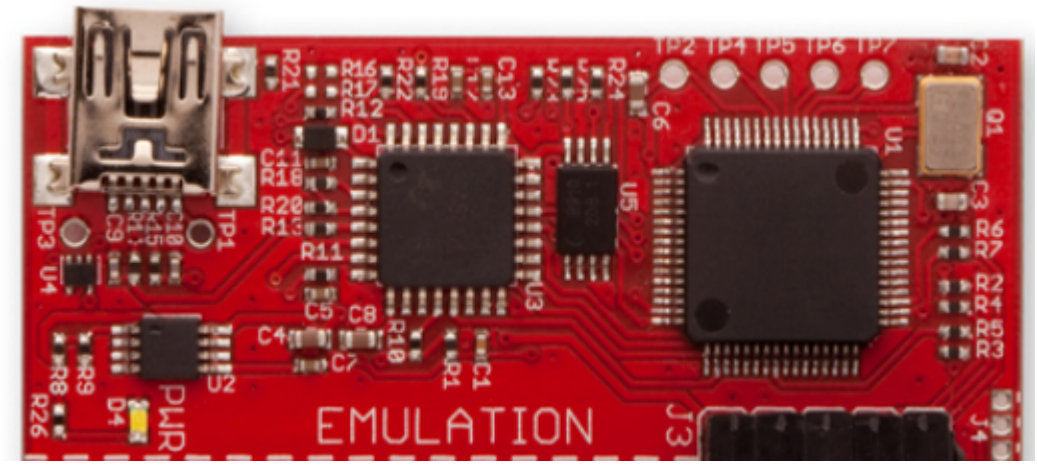

Figure 4. eZ430 Emulation IP
- Check the Experimenter Board to find out if it is based on an eZ430 tool (see Figure 4). If it is based on an MSP430F1612 and a TUSB3410, it is an eZ430 tool.